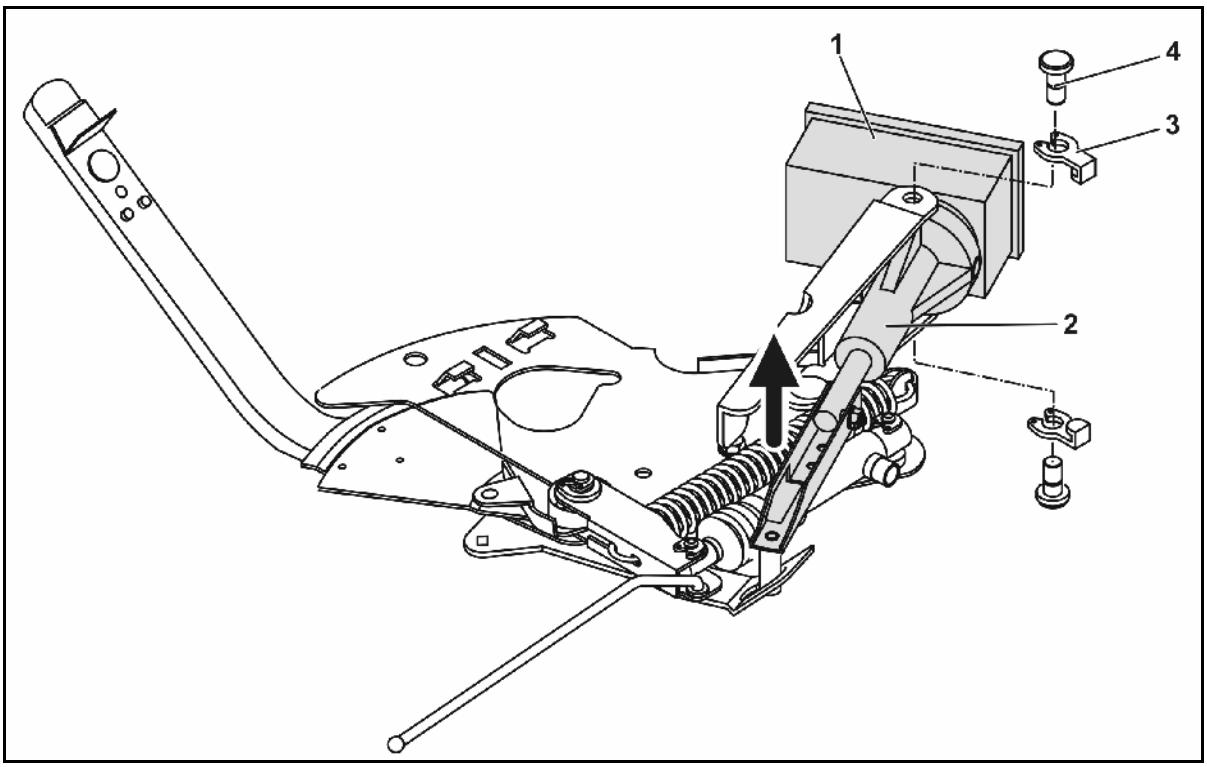

Fig. 65
1. Remove the two securing clips (Fig. 65/3) with pliers /.
2. Withdraw the two hinge pins (Fig. 65/4).
3. Remove the setting motor (Fig. 65/1) from the console.
4. Raise the setting motor /and detach the pushrod (Fig. 65/2) from the plug-in connection of the dosing slider.
Secure the detached pushrod (Fig. 65/2) against swivelling into the working area of the hydraulic cylinder.